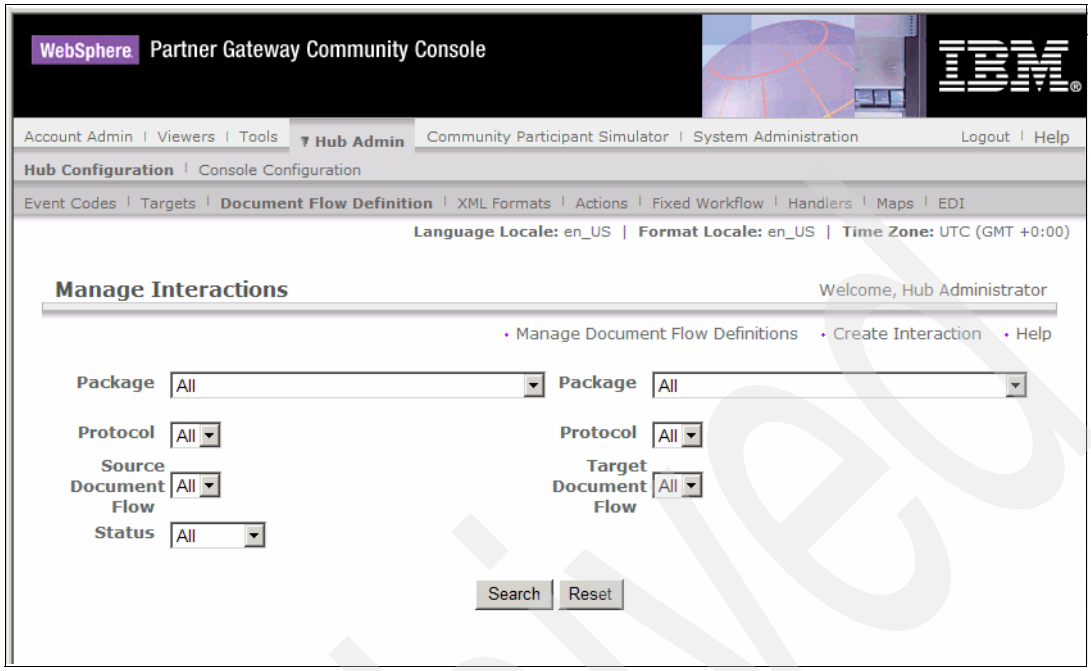
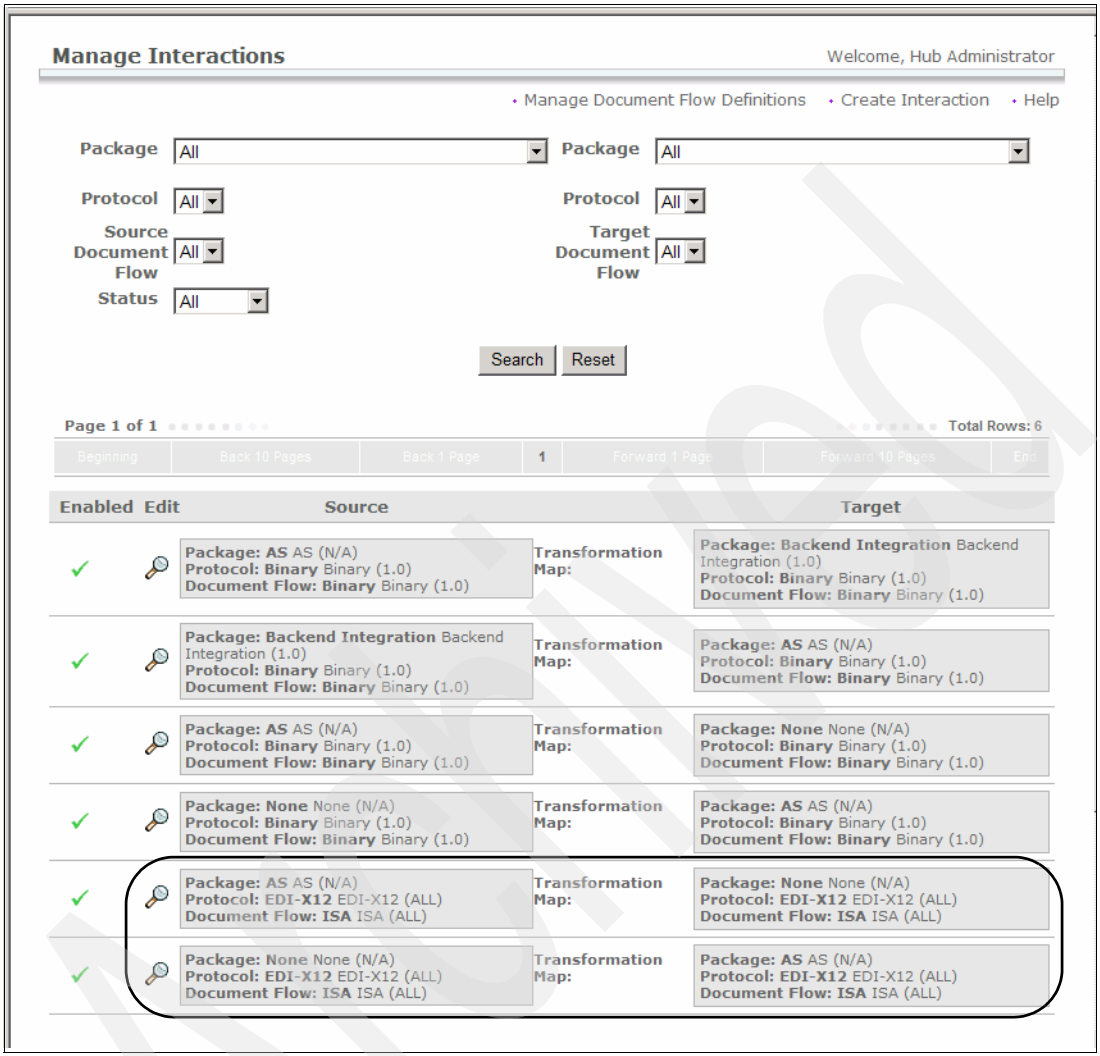

Figure 7-10 Searching for interactions
Figure 7-14 Two new interactions
3. In the Manage Interactions panel (Figure 7-10 on page 151), click **Search** to see the interactions that currently exist. For this example, we would like to see a Package:None, Protocol:EDI-X12,Document Flow:ISA for the source side and Package:AS, Protocol:EDI-X12, Document Flow:ISA for the target side. The other interaction we need is the same with the source and target reversed. Remember for our outbound flow we want to pick up a plain EDI document from our local file system, which is what None packaging is. It means there is no transport packaging for the Document Manager to deal with at that point.
Return to the search window (Figure 7-10 on page 151) and search the interactions again. You see that are two new interactions at the bottom of the list (Figure 7-14 on page 155).